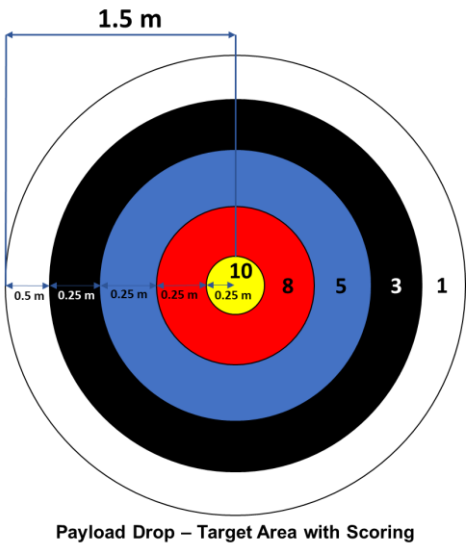

Figure 3 Payload Drop Target Area with Scoring
- Points will also be provided for the payload drop. Scoring for the payload drop will be based on the distance at which the payload is dropped from the centre on the target area i.e., closer the payload is to the target centre, higher the score. Payload Drop Target Area – Scoring is shown in Figure 3.
- A score will also be provided for the payload drop. Scoring for the payload drop will be based on the distance at which the payload is dropped from the centre on the target area i.e., closer the payload is to the target centre, higher the score. Payload Drop Target Area – Scoring is shown in Figure 3.